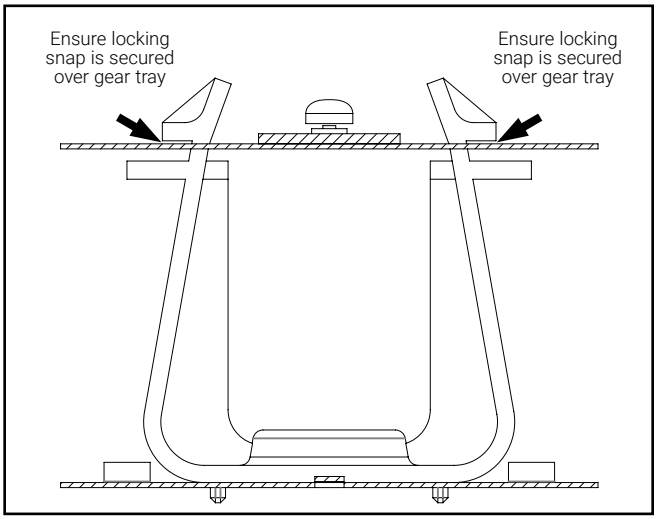

Figure 9.
7. Place gear tray back into channel. Secure gear tray by pressing firmly on gear tray next to the locking snap cutouts. Avoid touching the LED's. You will hear an audible click when done correctly. To verify gear tray is installed correctly, locking snap needs to be above gear tray (Figure 9). Make sure all wires are inside the channel and below the gear tray before securing tray to channel.